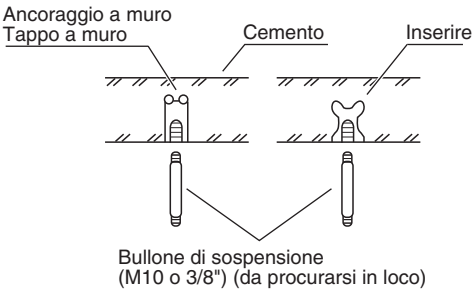

Fig. 3-3
- Inserire i bulloni di sospensione (Fig. 3-3) oppure
(2) Avvitare i bulloni di sospensione, permettendo loro di protendere dal soffitto (Fig. 3-3). (Se necessario, tagliare il materiale.)